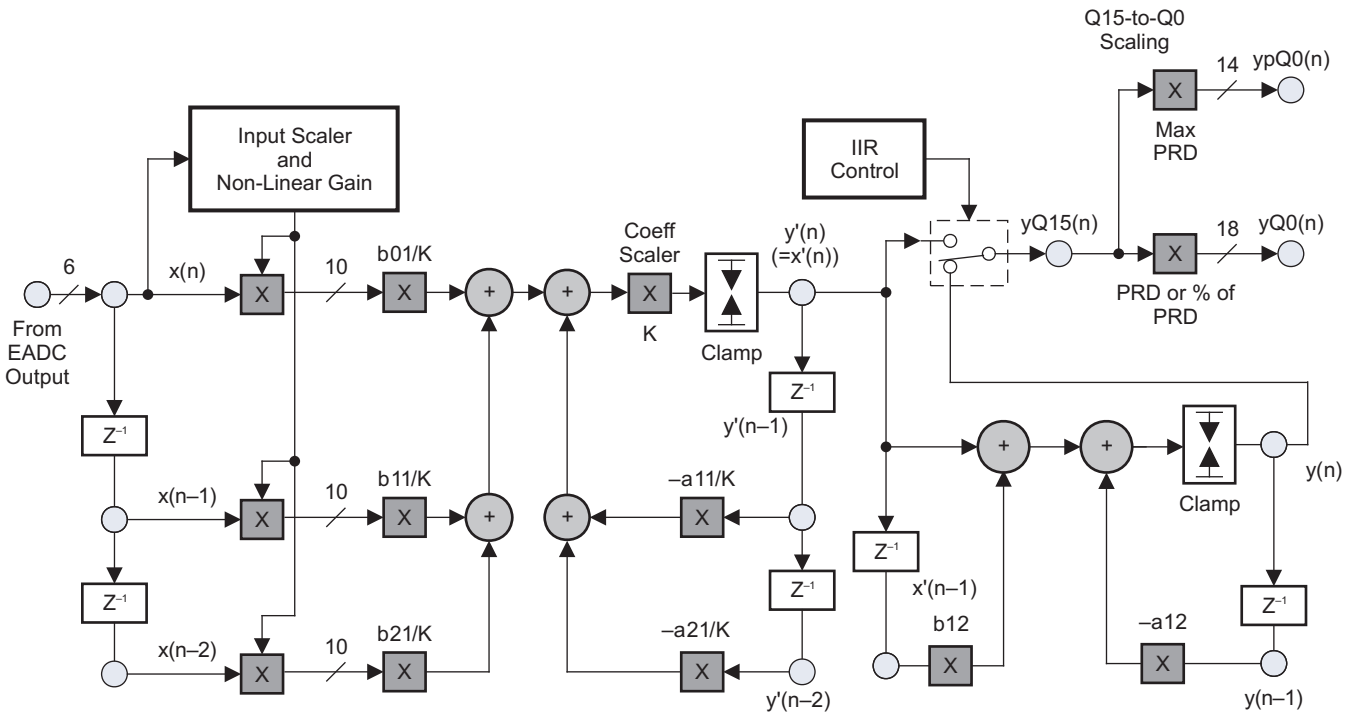

**Figure 5. Compensator Architecture**
The architecture of the digital compensator in the UCD30xx system is shown in Figure 5. The compensator is a digital filter consisting of a second-order infinite-impulse-response (IIR) filter section cascaded with a first-order IIR filter section. The function of the CLA is to operate on the 6-bit output from the error ADC (EADC) and generate a command output for: (1) a fixed-frequency DPWM duty-ratio control (duty-ratio control mode), or (2) a fixed-duty-ratio DPWM frequency control (resonant mode), or (3) a fixed-frequency DPWM phase-shift control of a slave DPWM with respect to a master DPWM (phase-shift control mode).
The filter mathematics calculates a per-unit command (duty-ratio control or frequency control) output [$Y_{Q15}(n)$] between 0 and 1. In duty-ratio-control mode, this command output is then multiplied by the user-programmable DPWM switching period (PRD) to determine the duty ratio of the DPWM output. The 18-bit commanded duty ratio output [$Y_{Q0}(n)$] from the CLA is made up as a 14.4 word. The upper 14 bits specify the low-resolution DPWM clock (PCLK, 250 MHz or 4 ns) counts, and the lower 4 bits specify the high-resolution clock phase, allowing a best-case DPWM resolution of 250 ps. In resonant mode, the per-unit command output [$Y_{Q15}(n)$] is multiplied by the user-programmable maximum switching period (Max PRD) to determine the switching period of the DPWM output. This commanded switching period output [$Y_{PQ0}(n)$] is a 14-bit word. In this case, the CLA also generates a fixed-duty-ratio output [$Y_{Q0}(n)$] that is based on a user-programmable percentage of the maximum switching period. In Figure 5 this programmable percentage is indicated as % of PRD.